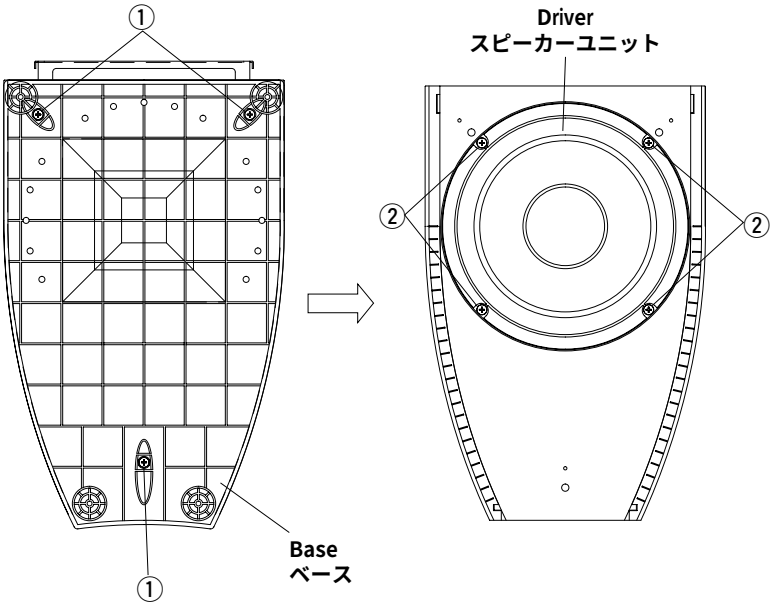

Fig. 1
a. Remove 3 screws (①) and then remove the Base. (Fig. 1)
b. Remove 4 screws (②) and then remove the Driver. (Fig. 1)
a. ①のネジ3本を外し、ベースを取り外します。(Fig.1)
b. ②のネジ4本を外し、スピーカーユニットを取り外します。(Fig.1)